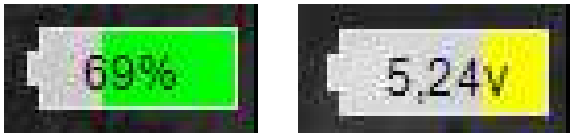

Рисунок 4 – Индикатор заряда батареи
- **Индикатор заряда батареи** – индикатор, показывающий информацию об оставшемся заряде батареи (см. рис. 4), в процентах или вольтах (в зависимости от типа элемента питания, см. п. 6.4.4);